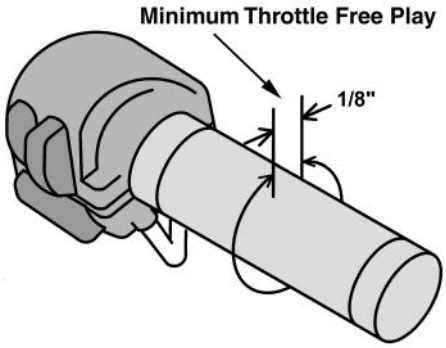

Figure 8
B. After adjusting the opening cable, turn the handlebars to the right and adjust the throttle free-play with the closing cable to approximately 1/8" (Figure 8).